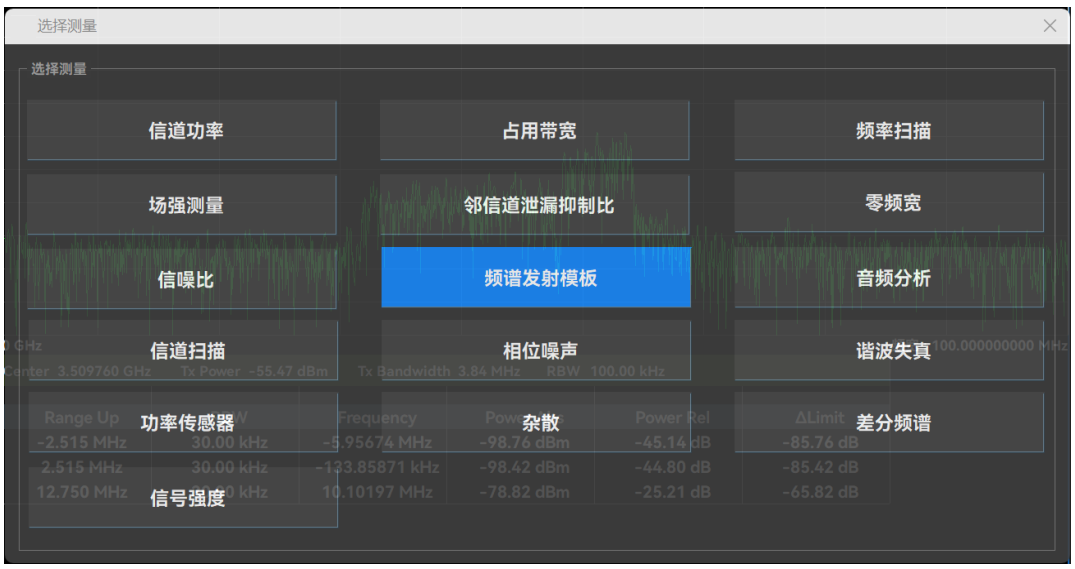

图 5.23 选择测量界面图
- 按**【测量】**选择**【频谱发射模板】**测试功能，界面显示如图 5.23 所示。